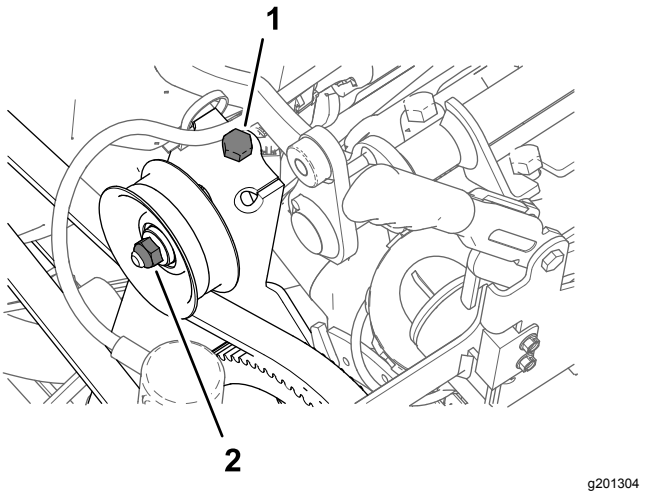

Rysunek 178
1. Poluzuj nakrętkę na wale jałowego koła pasowego (Rysunek 178).
2. Przekręcaj śrubę napinania paska, aby zwolnić naprężenie paska pompy zraszania (Rysunek 178).